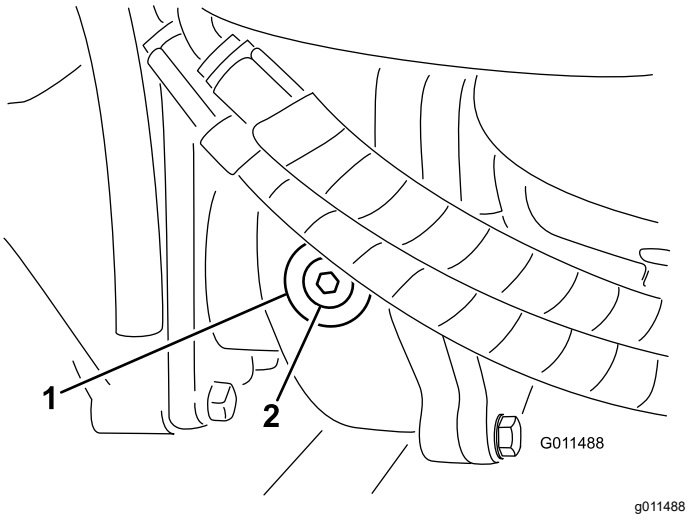

Figur 107
2. Ta ut kontroll-/påfyllingspluggen på venstre side av girkassen, og kontroller at oljen når opp til bunnen av hullet (Figur 107).